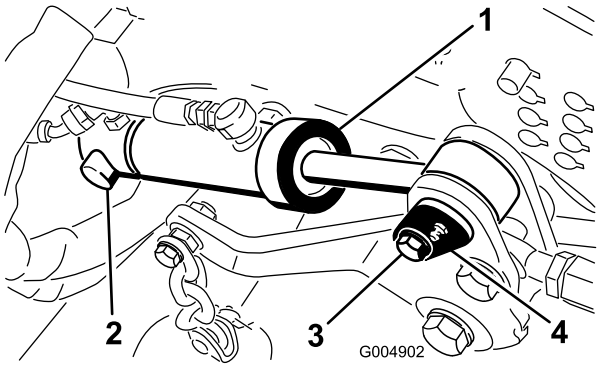

**Rysunek 97**
9. Zdemontuj pierścień sprężysty mocujący tylną stronę siłowników podnoszenia jednostki tnącej do sworznia obrotowego (Rysunek 97).
10. Wykręć śrubę mocującą sworzeń obrotowy przy przedniej stronie siłownika do ramy kosiarki (Rysunek 97).
12. Zdejmij przedni sworzeń obrotowy i zsuń siłownik z tylnego sworznia (Rysunek 97).